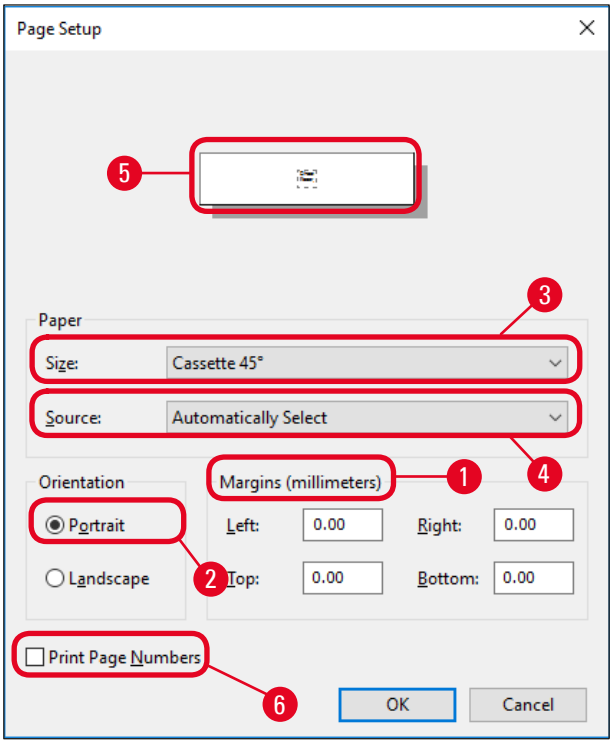

Fig. 45
3. Primero es necesario seleccionar los ajustes de página: Haga clic en **File** (archivo) > **Page Setup** (configurar página) para abrir el cuadro de diálogo **Page Setup** (configurar página) (→ "Fig. 45").